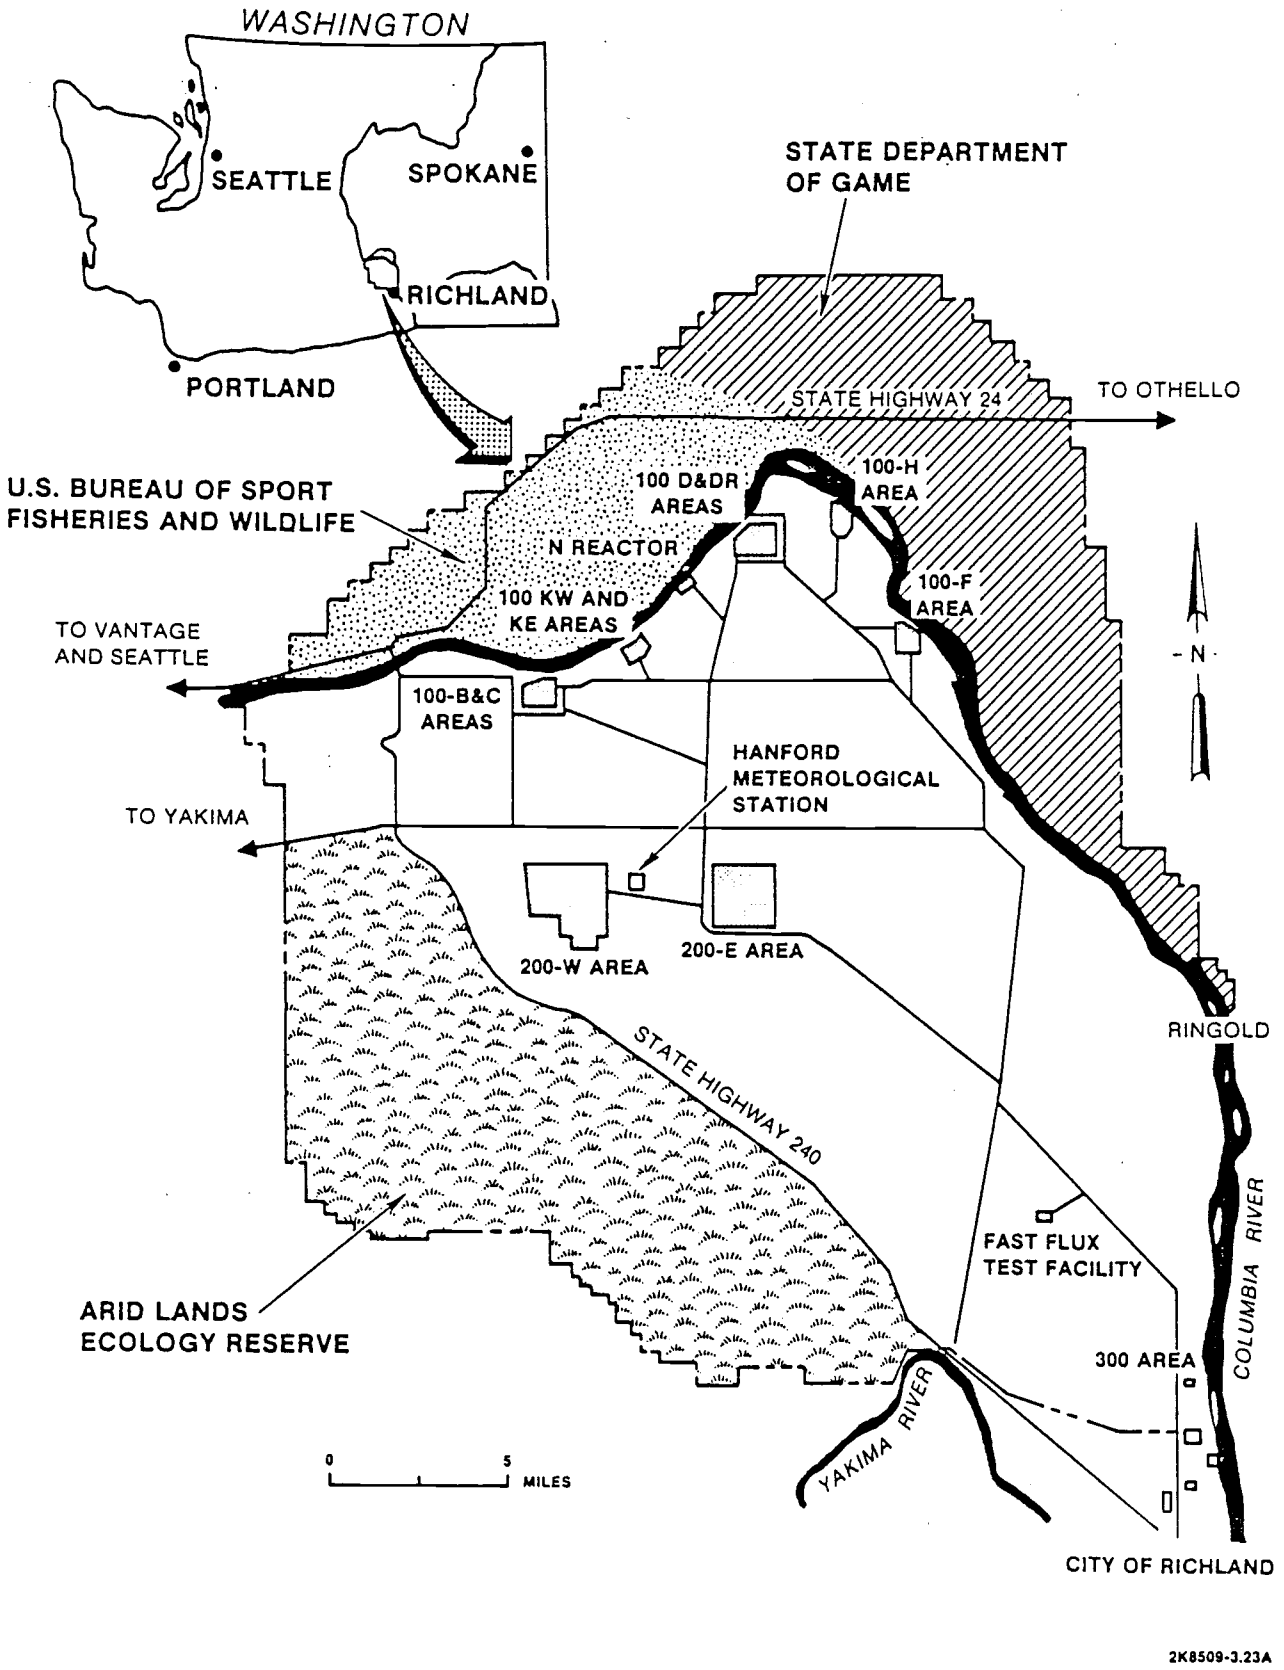

FIGURE B-1
The Hanford site is a 570 square mile tract of semi-arid land which is owned and operated by the U. S. Department of Energy. This site is located northwest of the city of Richland, Washington in the Columbia Basin. The city of Richland lies approximately three miles from the southern-most portion of the Hanford Site boundary and is the nearest population center (see Figure B-1). In early 1943, the United States Army Corps of Engineers selected the Hanford Site as the location for reactor, chemical separation, and related facilities for the production and purification of plutonium. A total of eight graphite-moderated reactors using Columbia River water for once-through cooling were built along the Columbia River.
- Surrounding land use including the Saddle Mountain National Wildlife Refuge and the State Game Reserve to the north and the Rattlesnake Mountain Ecological Reserve located to the west. Land east of the Hanford Site across the Columbia River is primarily farmland or a part of the Game Reserve. The surrounding land area is also shown in Figure B-1;